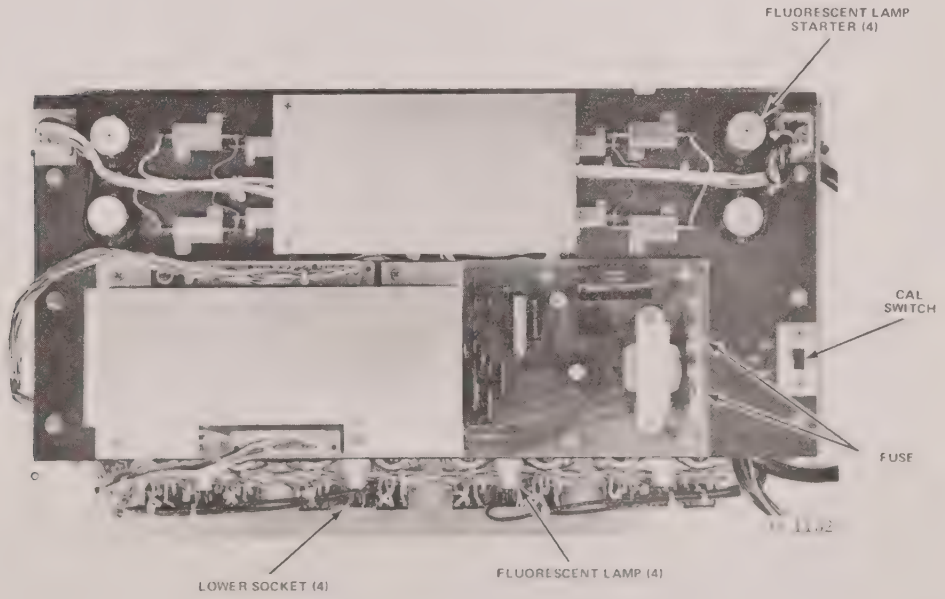

FIGURE 5-1 FLUORESCENT LAMP AND STARTER REPLACEMENT
NOTE: Refer to Figure 5-1.
4. Check (See Fig. 5-1) fuse and replace if defective.
3. Press preamplifier CHECK button of RECORDER group. (CAL switch must be in INT (Internal) position. (see Fig. 5-1)